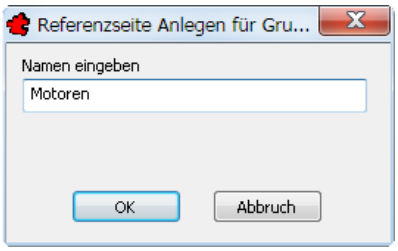

Bild 32.13 – Die Referenzseite wird benannt
- Nun werden Sie zur Eingabe des Namens aufgefordert. Geben Sie beispielsweise **Motoren** ein und bestätigen Sie (Abb. 32.13).